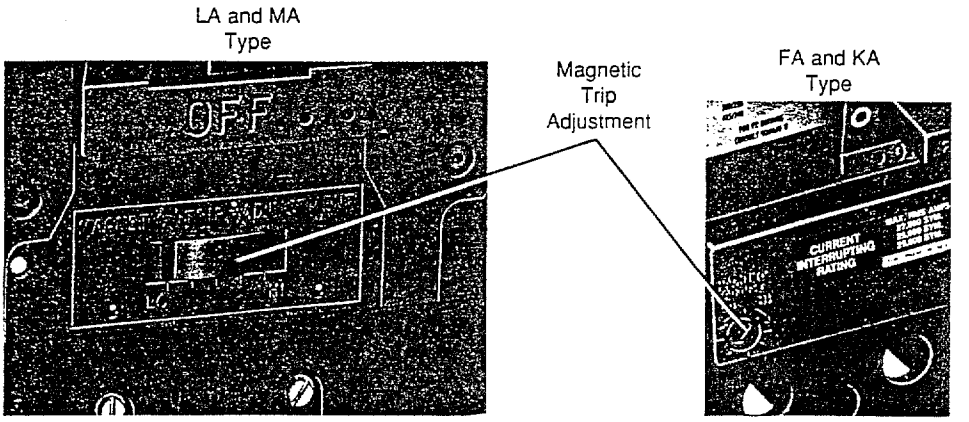

Figure 15: Instantaneous Trip Setting
10. Factory-installed molded case circuit breakers have an adjustable magnetic trip which is shipped on the "LO" setting. The markings between "LO" and "HI" settings represent a range of instantaneous magnetic trip values of five to ten times the circuit breaker's continuous current rating. Properly adjust this magnetic trip to provide coordinated operation during a fault. All poles are adjusted simultaneously, using a screwdriver, by the single setting (figure 15).